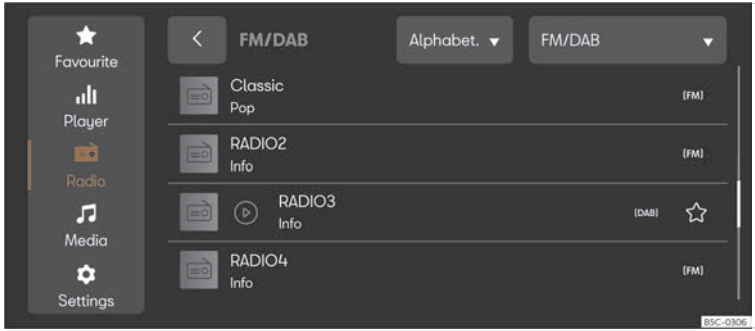

Fig. 181 Schematic representation: Radio view.
- Press **MENU** > ▷ > ⊟ ››› **Fig. 181**.